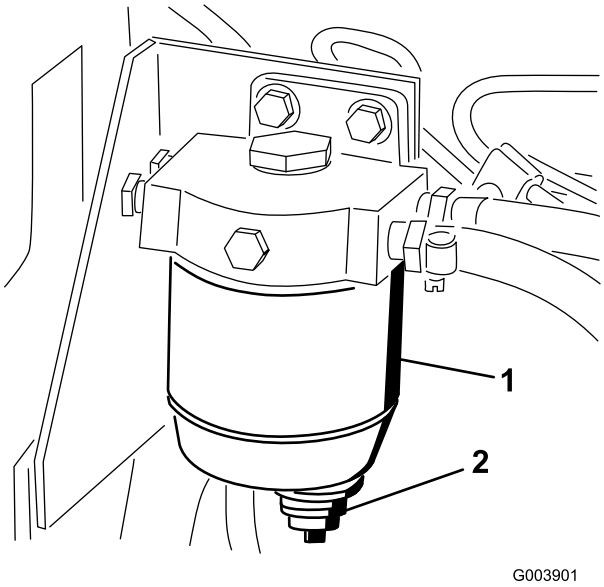

**Figuur 55**
Verwijder dagelijks water of ander vuil uit het brandstoffilter/waterafscheider (Figuur 55).
1. Reinig de omgeving van de plaats waar de filterbus wordt gemonteerd (Figuur 55).
2. Verwijder de filterbus en reinig de plaats waar deze wordt gemonteerd (Figuur 55).
4. Monteer de filterbus met de hand totdat de pakking contact maakt en draai deze vervolgens nog een halve slag verder (Figuur 55).